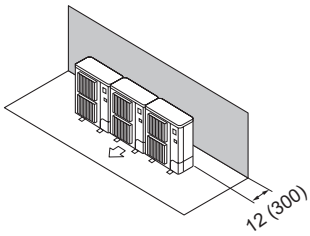

Fig. 2-12
① Obstacles à l'arrière (Fig. 2-12)